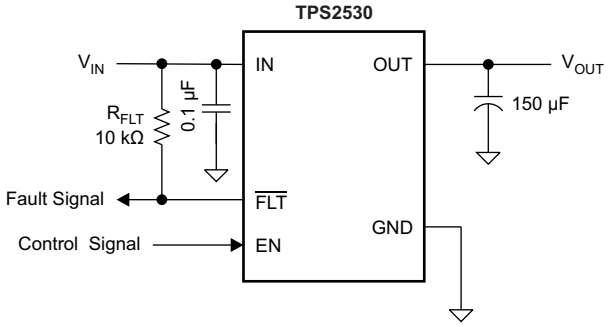

Figure 1. Typical Application
(1) Voltages are with respect to GND unless otherwise noted.
(2) See the Input and Output Capacitance section.
(3) V_{OUT} was surged on a pcb with input and output bypassing per Figure 1 (except input capacitor was a 22 µF) with no device failures.